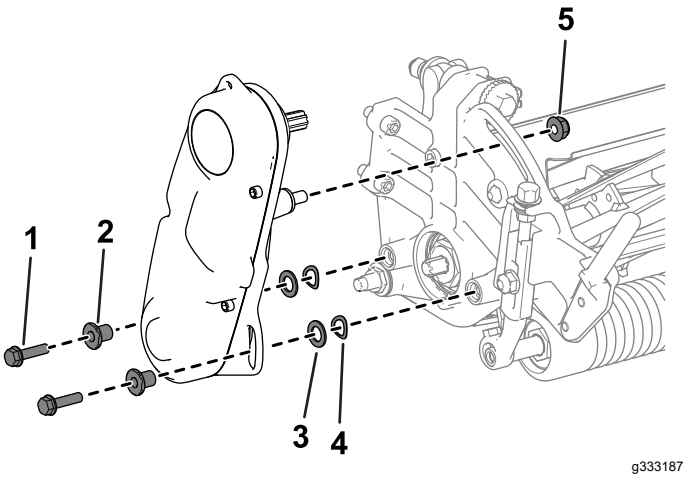

Figuur 44
2. Verwijder het bevestigingsmateriaal waarmee de aandrijving van de messenkooi aan de zijplaat is bevestigd (Figuur 44).
3. Verwijder de aandrijving van de messenkooi, de platte ringen, de veerringen en afstandsstukken van de zijplaat (Figuur 44).